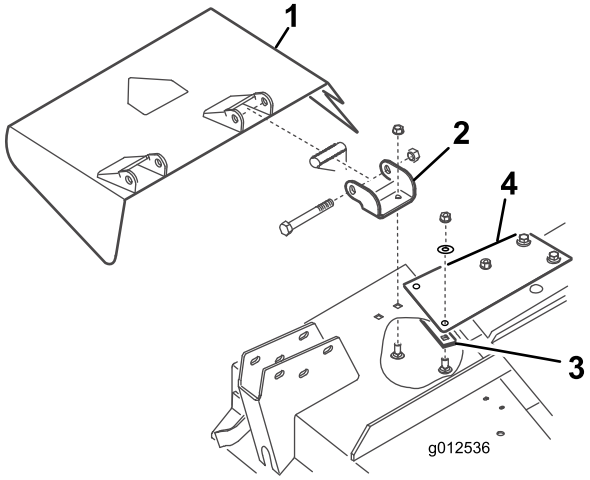

Figur 7
1. Ta bort skruvarna, låsmuttrarna och fjädrarna som håller fast gräsriktarfästena vid tappfästena (Figur 7). Ta bort gräsriktaren.
2. Ta bort vagnskruvarna och flänsmuttrarna som håller fast tappfästena vid huset (Figur 7). Ta bort tappfästena. Spara fästelementen till senare.
3. Ta bort de två vagnskruvarna, planbrickorna och låsmuttrarna som håller fast förstärkningsplattorna på över- och undersidan av huset (Figur 7).